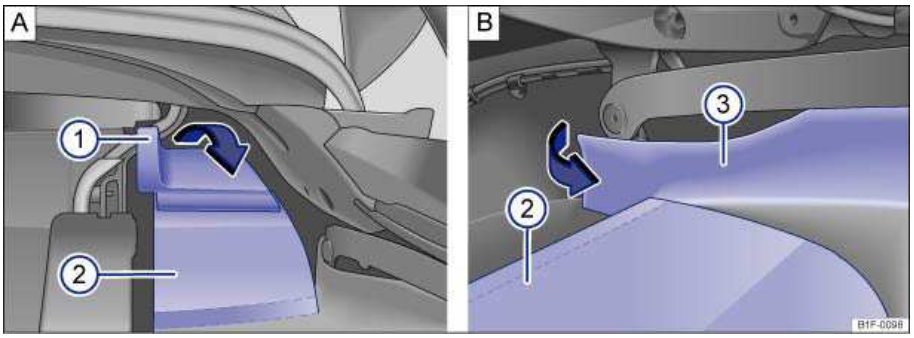
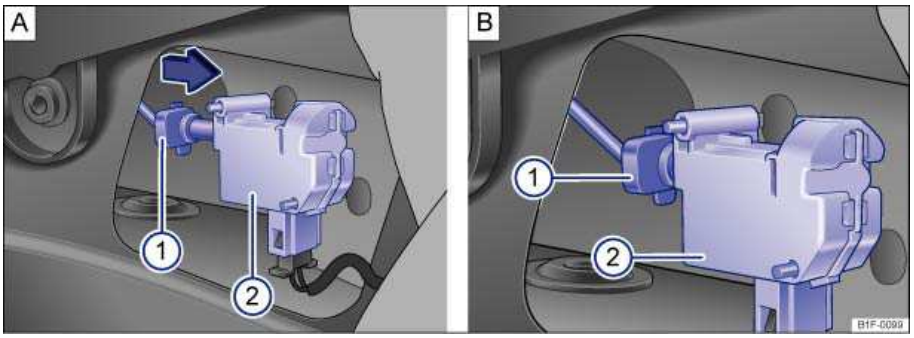

Fig. 169 Right side of luggage compartment: Remove cover.
Fig. 170 Right side of luggage compartment: Emergency release of fuel filler flap.
- Upper edge of the luggage compartment trim on the right-hand side: pull plastic strip ⇒ fig. 169 **A** (1) in the direction of the arrow. The plastic strip will come out of the bracket.
- Fold down the luggage compartment trim panel **A** (2).
- Fold down the luggage compartment side trim panel **A** (3). This may require some force.
- Pull release pin ⇒ fig. 170 **A** (1) in the direction of the arrow towards the housing (2). The fuel filler flap is released when release flange **B** (1) is pushed/pulled in the direction of the servo housing (2).